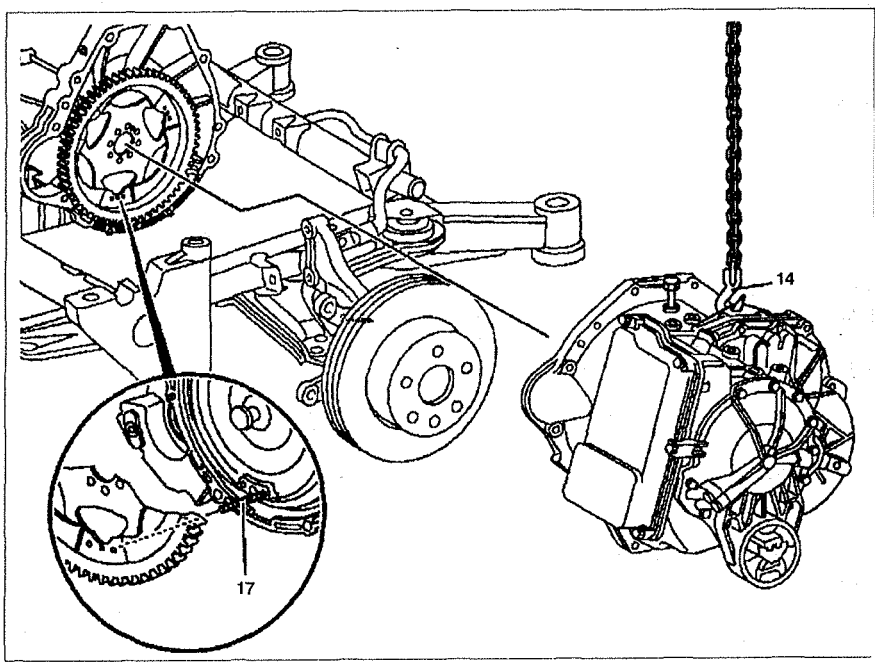

Рис. 6.48. Снятие и установка АКПП (автомобили с двигателями 111.948):
12. Используя подъемник **14**, поднимайте коробку передач с двигателем до тех пор, пока опоры **9** коробки передач не разгрузятся полностью (см.рис.6.48).
21. Снимите коробку передач с двигателя с помощью подъемника (см.рис.6.48).